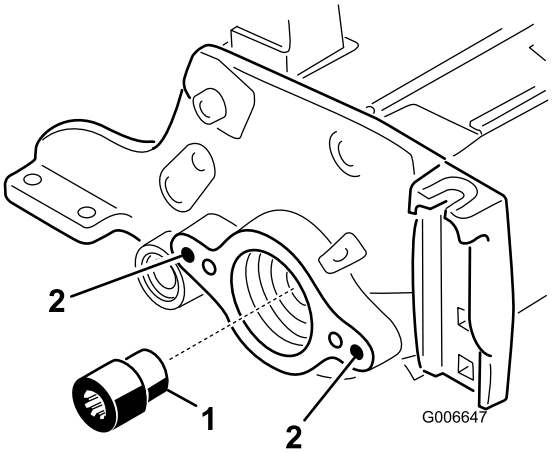

Figur 22
19. Bruk spoledrivakselverktøy, til å fjerne kileinnlegget fra spolemotorenden av spoleakselen (Figur 22). Bruk spoledrivakselverktøy, del nr. TOR4074 Fjern all olje fra det gjengede hullet hvor kileinnlegget var.
20. Sett det nye (lengre) kileinnlegget på spoleakselen (Figur 22). Påfør blå Loctite på gjengene til innlegget før det settes inn. Stram til med et moment på 115–129 N·m.